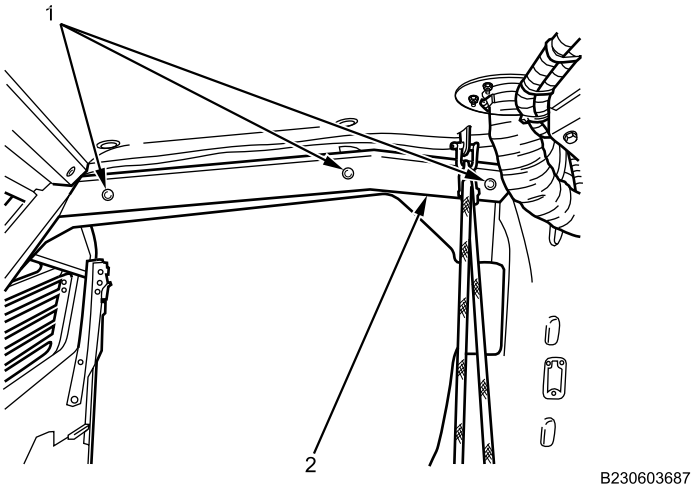

Figure 2. Right Front Door Molding.
2. Remove three fasteners (Figure 2, Item 1) from front door molding (Figure 2, Item 2). Remove molding and discard fasteners (Figure 2, Item 1).